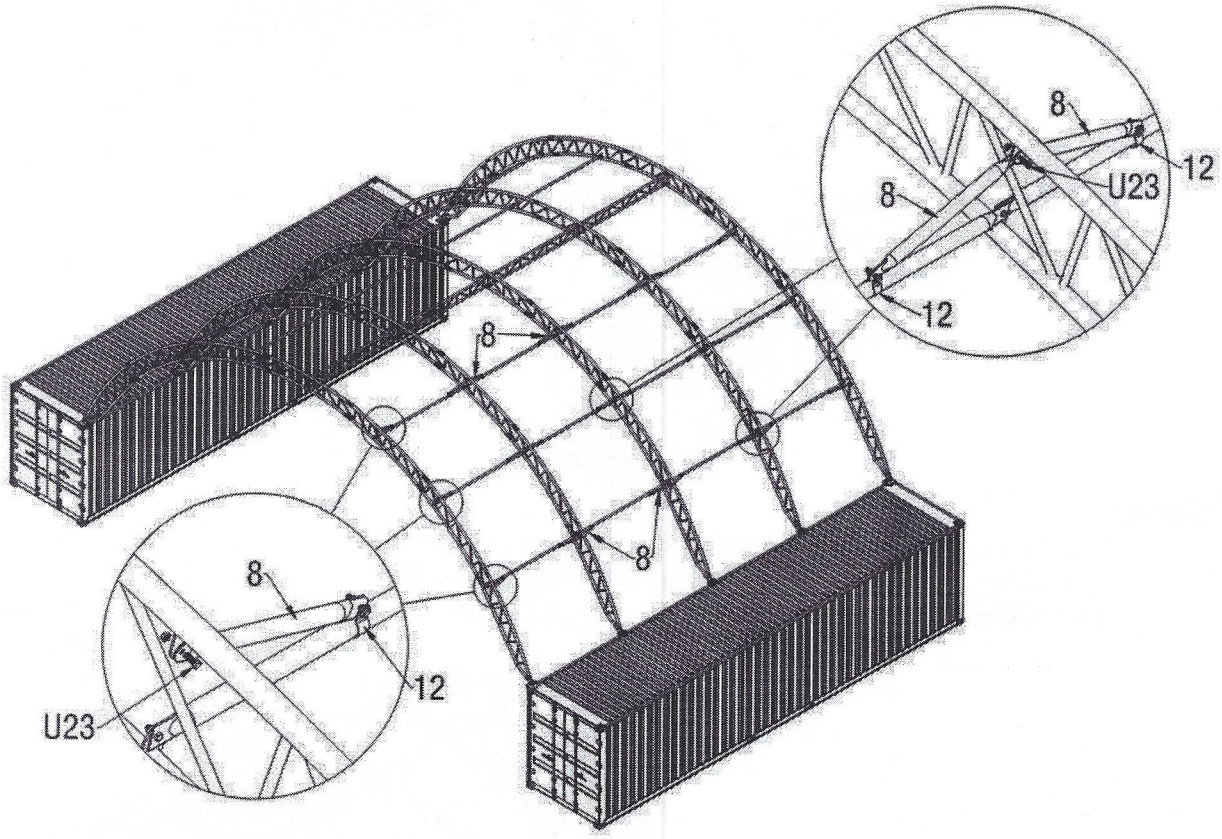

Figure 9
2.5. Connect the Diagonal Support Tube For purlin(Part no.8) to the arch and purlin (Part no.7) by bolt M10x30mm(Part no.U23) and clips(Part no.12) as below Figure 9 shows.